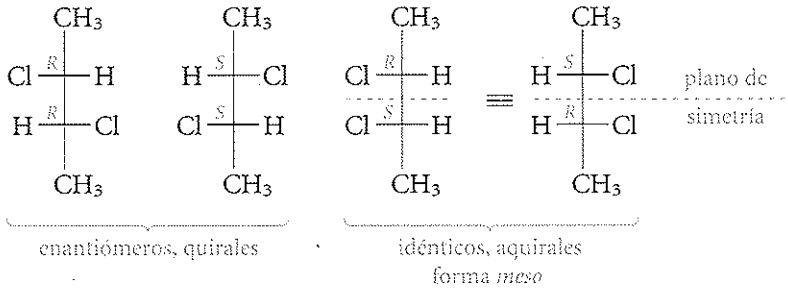

FIGURA 5.13
Se pueden escribir los estereoisómeros como se hizo en la Figura 5.12 (se muestran en la Figura 5.13). De nuevo, los isómeros *(R,R)* y *(S,S)* constituyen un par de imágenes especulares no superponibles, o enantiómeros. *Sin embargo, las otras "dos" estructuras, (R,S)* y *(S,R) representan ahora, de hecho, un solo compuesto* .
Estudie atentamente las estructuras de la derecha de la Figura 5.13. Se puede observar un plano de simetría que es perpendicular al plano del papel y bisecta el enlace C—C central. La razón es que cada centro estereogénico tiene los cuatro sustituyentes iguales. Las estructuras son idénticas, imágenes especulares superponibles, y por lo tanto *aquirales.* Esta estructura se conoce como un **compuesto *meso*.** Un compuesto *meso* es un diastereómero aquiral de un compuesto con centros estereogénicos. Sus centros estereogénicos tienen configuraciones opuestas. Al ser aquirales, los compuestos *meso* son ópticamente inactivos*.
*Las proyecciones de Fischer pueden girar 180° sobre el plano del papel sin cambiar la configuración. Se puede apreciar que esta operación sobre el par de enantiómeros de la Figura 5.13 no los interconvierte, pero cuando se realiza esta operación sobre la forma *meso,* las estructuras son interconvertibles.